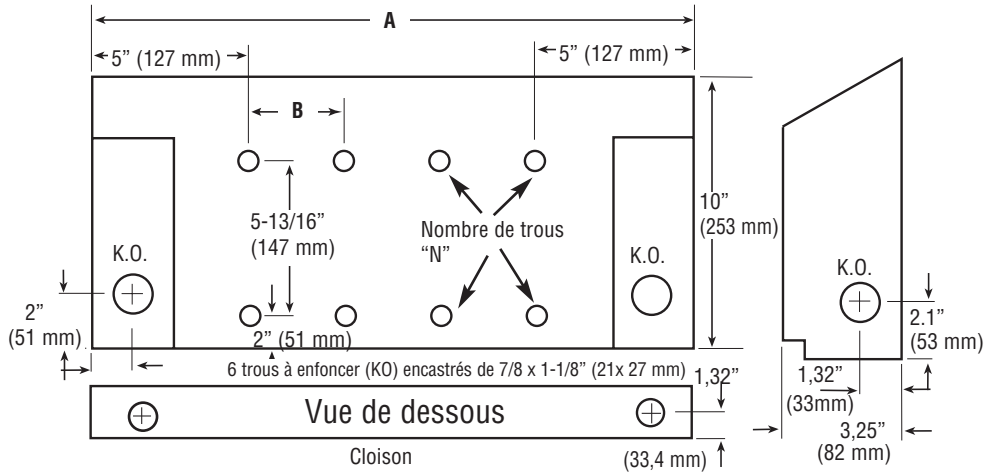

Fig. 1
4. Sélectionnez le trou à enfoncer au travers duquel le câblage électrique doit être amené dans le radiateur. Le câblage peut arriver d'une extrémité ou de l'autre. Voyez la Figure 1. Enlevez le couvercle du boîtier de raccordement en ôtant deux (2) vis. Installez un serre-câble en laissant 6" (152 mm) de fils à l'intérieur du boîtier de raccordement.